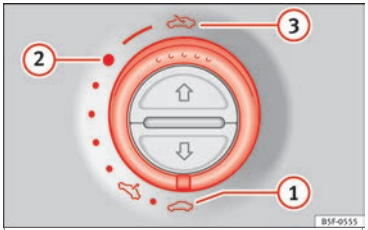

Fig. 11 En el revestimiento interior del techo: gire el conmutador para abrir y cerrar.
- Abrir: gire el conmutador hacia la posición ››› **fig. 11** (3).
- Posición de confort: gire el conmutador hacia la posición ››› **fig. 11** (2).
- Cerrar: gire el conmutador hacia la posición ››› **fig. 11** (1).